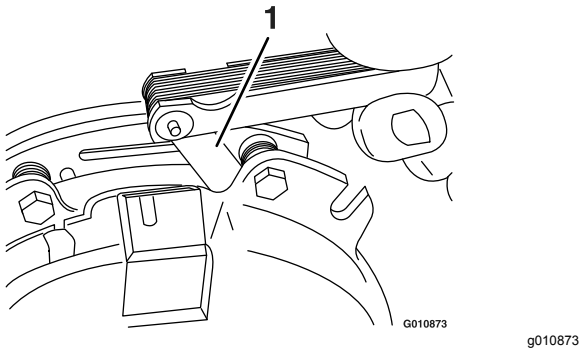

Figur 75
E. Använd ett 0,25 mm tjockt bladmått för att kontrollera att det finns ett mellanrum mellan rotorn och ankarets framsida på båda sidorna om bromsstången enligt Figur 74 och Figur 75.